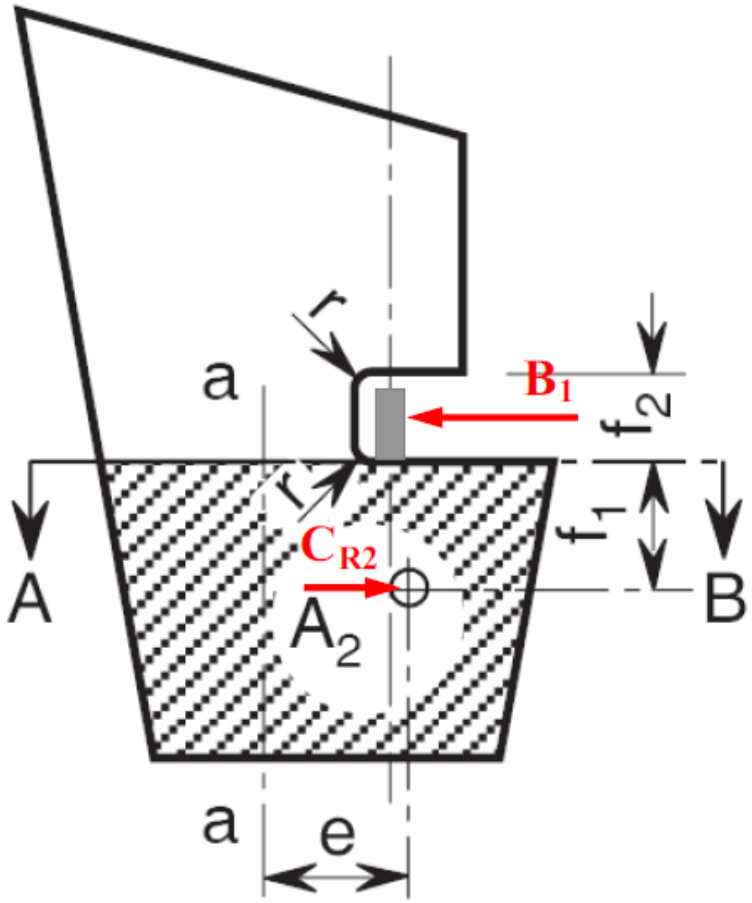

図 1：舵に作用する力
1. レバーf1 を有する、考慮断面より下方の舵面積(A_2)の舵力(C_{R2})（図 1 参照）